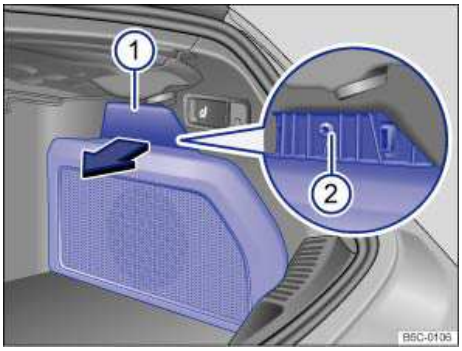

Fig. 183 In the right side of the luggage compartment: Removing the subwoofer.
3.	Carefully remove the cover ⇒fig. 183 (1) out of the retainer in the direction of the arrow.
4.	Remove the screw (2) and move the subwoofer aside (thick arrow).
7.	Tighten the screw (2).
8.	Install the cover (1).